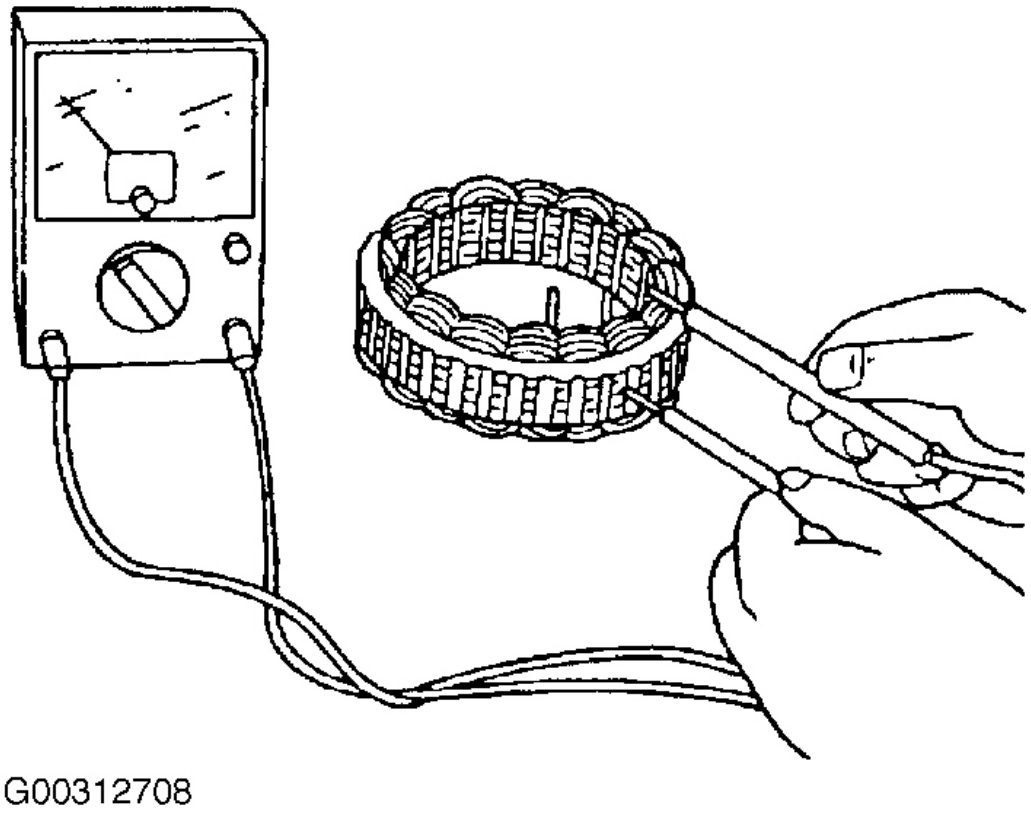

Fig. 22: Comprobación de continuidad entre Leads la bobina de estátor
3. Comprobar la continuidad entre cables de la bobina de estator y el núcleo con un comprobador de circuito. Ver **La Fig. 22** .